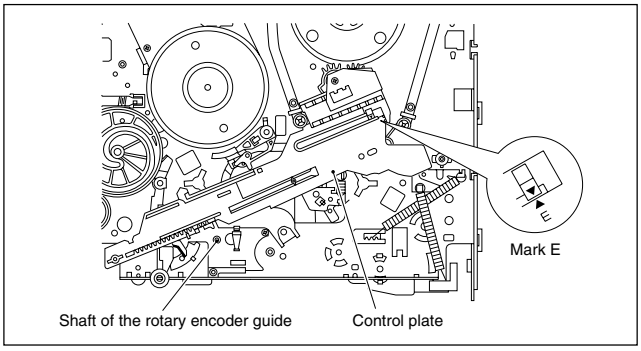

Fig. 2-2-13b
(1) Slide the control plate so that its mark E is aligned with the mark ▼ on the loading arm gear shaft. (See Fig.2-2-13b.)